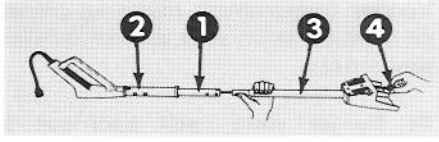

Figure 3
5. Alignez les sections inférieure et supérieure du manche. Tenant le connecteur du manche d'une main, glissez la section inférieure en position de montage dans la section supérieure (Fig. 3). Alignez les trous. Glissez en position la poignée centrale en plastique et alignez-la avec les trous du manche.